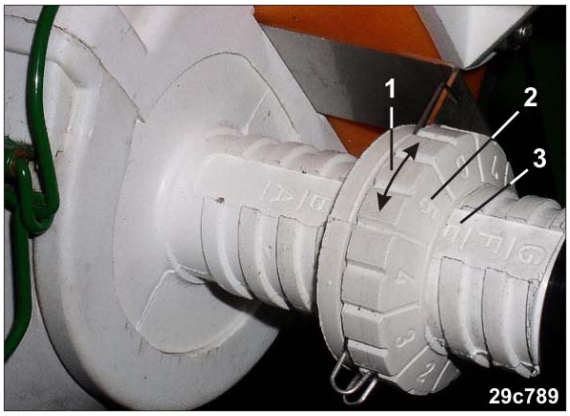

Fig. 167
1. Alle Dosier-Stellringe (Fig. 167/1) auf den richtigen Wert einstellen.
Die Dosier-Stellringe so verdrehen, dass die Zahl „5“ (Fig. 167/2) auf der Achse im Bereich „E“ (Fig. 167/3) steht.